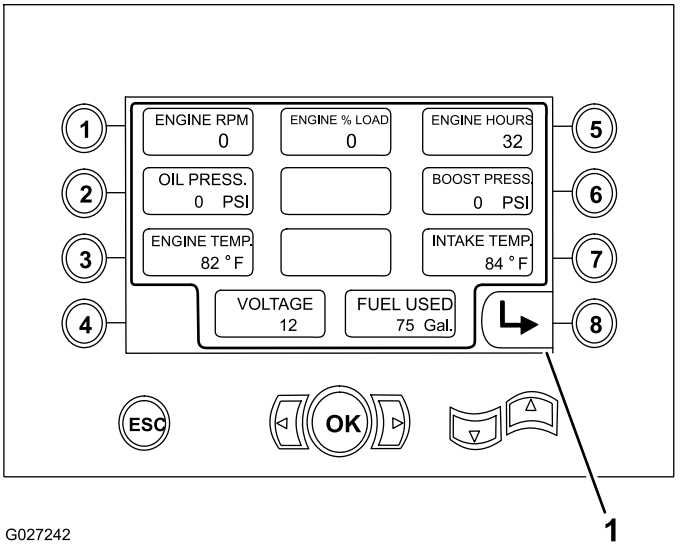

Figura 37
- Giro do motor em RPM (Figura 37)
- Percentual de carga do motor (Figura 37)
- Horas do motor (Figura 37)
- Pressão do óleo e pressão intensificada (Figura 37)
- Temperatura do líquido de arrefecimento do motor e de admissão (Figura 37)
- Tensão (Figura 37)
- Quantidade de combustível utilizado (Figura 37)